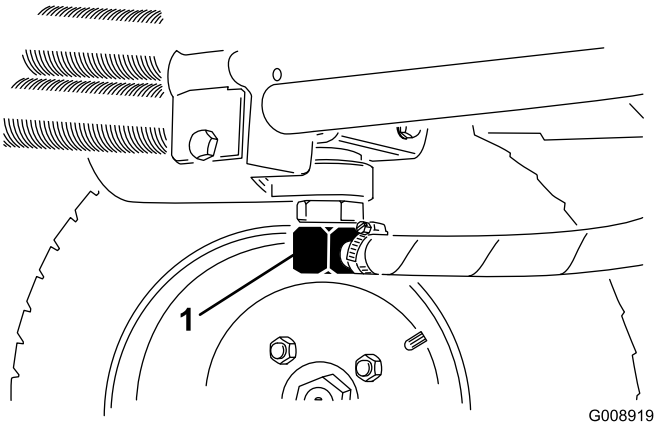
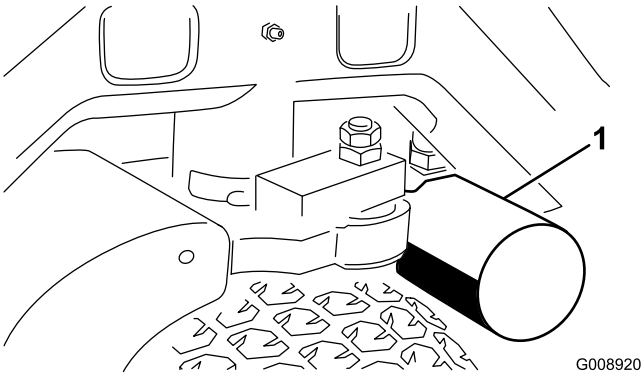

Figur 75
Figur 76
2. Lossa hydraulledningen (Figur 75) eller avlägsna hydraulfiltret (Figur 76) och låt hydraulvätskan rinna ned i ett avtappningskärl.
4. Placera ett avtappningskärl under filtret (Figur 76) och avlägsna filtret.